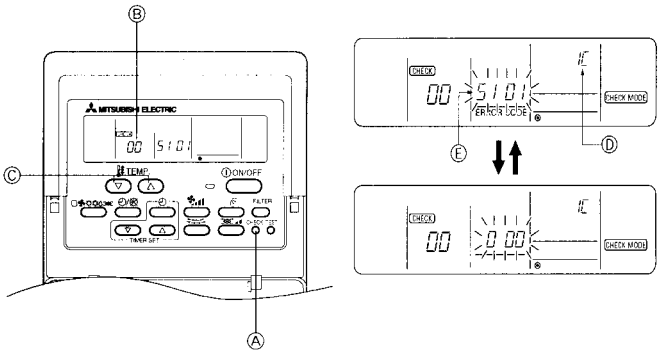

Fig. 10-2
10.3.1. Wired remote controller (Fig. 10-2)
① Turn on the power.
② Press the [CHECK] button twice.
③ Set refrigerant address with [TEMP] button if system control is used.
④ Press the [ON/OFF] button to stop the self-check.